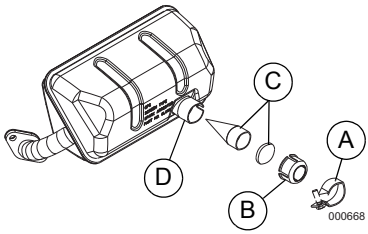

Figure 4-6. Spark Arrestor Screen
1. See *Figure 4-6*. Remove the clamp (A) to remove retainer (B).
2. Slide spark arrestor screens (C) out from the muffler outlet tube (D).